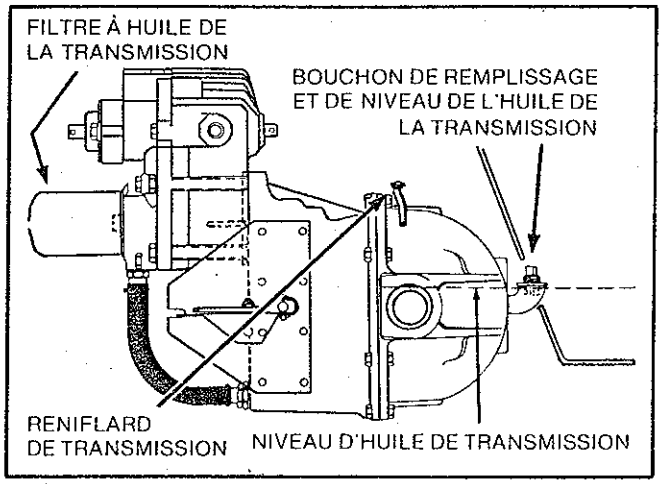

FIGURE 11
5. Enlevez le bouchon. Le niveau d'huile doit arriver au sommet du coude du tuyau, au bouchon de remplissage, lorsque le moteur tourne à régime accéléré. Voir figure 11.
Assurez-vous que le reniflard n'est pas bouché. Nettoyez-le avec un chiffon et un solvant. Voir figure 11.